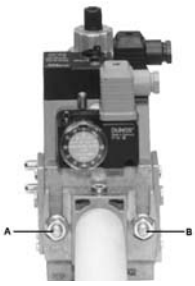
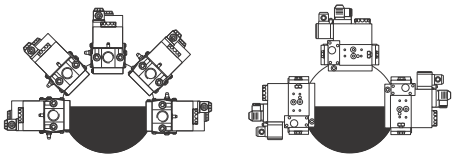

Fig. 7
Fig. 10
3. apretar los tornillos A, B, C y D (Fig. 7 - Fig. 8), respetando las posiciones de montaje (Fig. 10);